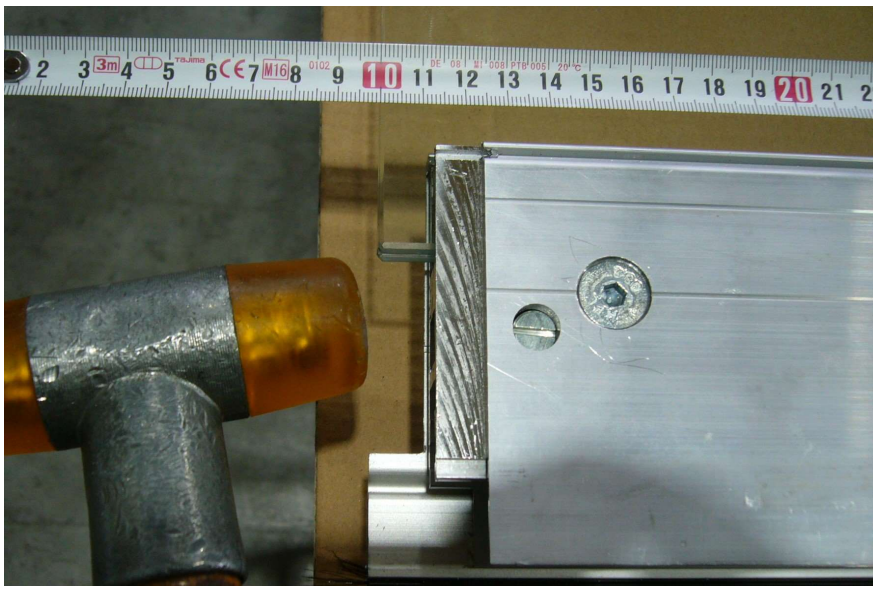

Abbildung 18
- An der Glaskante, an welcher der Kantenschutz bzw. das Dichtprofil sitzt, wird das Gelenkband im Abstand von 13 mm zur senkrechten Glaskante montiert (Abbildung 18)